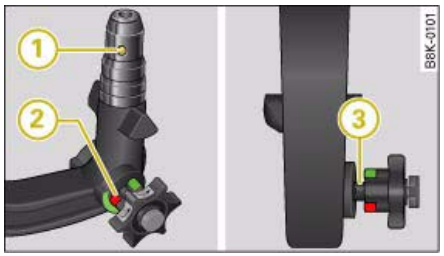

Fig. 238 Removable towing bracket: Ball joint
– Check that the red marking (2) ⇒ fig. 238 on the knob is inside the green zone on the ball joint.
– Check that the locking ball (1) is inside the hole in the shaft section of the ball joint.
– Check that the knob protrudes visibly from the ball joint, so that there is a clear gap (3) between the knob and the ball joint.